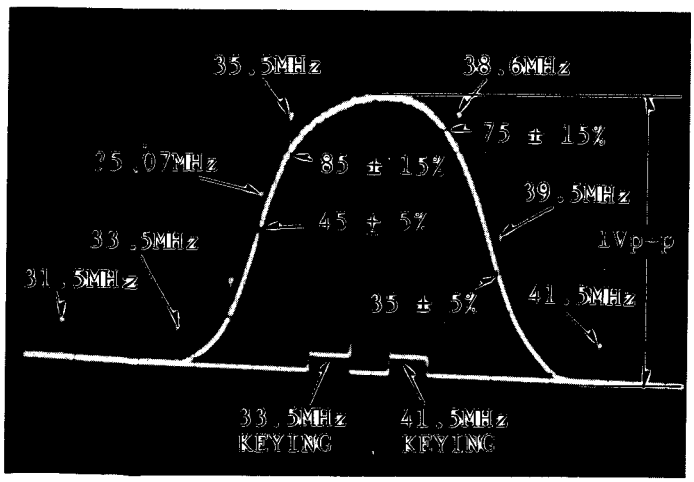

Fig. E16. VIF Waveform
2. Set the Channel Selector to the VHF High position (VH) and set the tunning button so that the voltage at pin 1 of P7001 becomes 11 ± 0.5V DC.
11. Adjust T703 (A) so that the attenuation of the 41.5MHz trap becomes maximum.
12. Adjust T701 and (C)(D)(E)(G) of T703 so that the sweep output waveform becomes as shown Fig. E16.